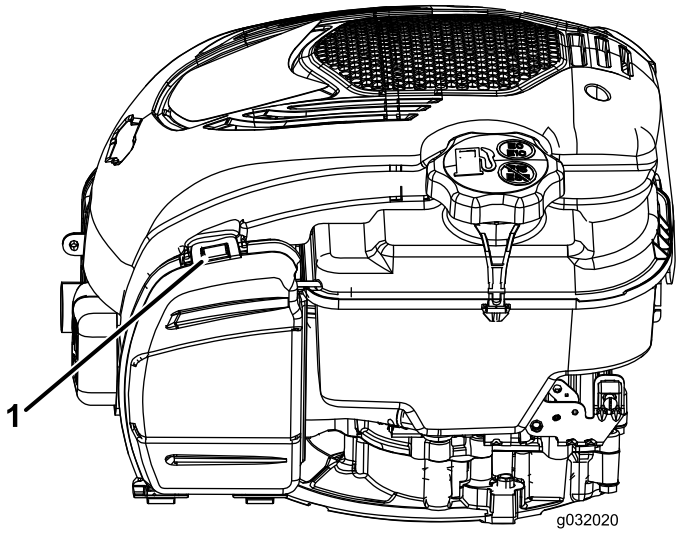

Rysunek 25
1. Pociągnij zaczep, aby otworzyć pokrywę filtra powietrza (Rysunek 25).